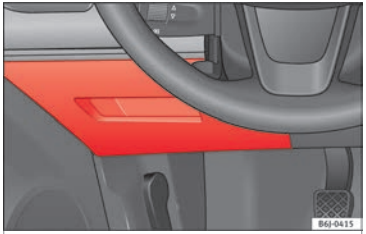

Fig. 39
- Opening: remove the fuse box cover ››› Fig. 39.